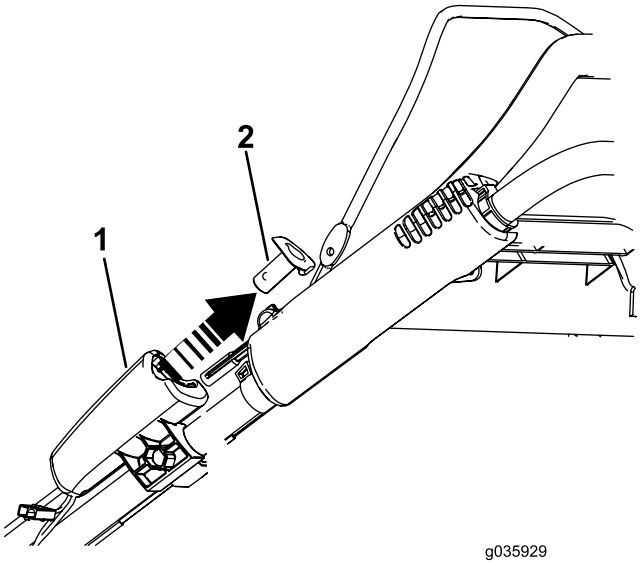

Figura 26
1. Retire el botón de arranque eléctrico (Figura 26).